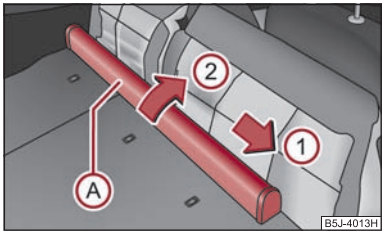

Fig. 67 Asientos traseros: Caja de la red divisoria
– Desplazar la caja de la red de separación (A) ⇒ página 70, fig. 67 en sentido de la flecha (1) y sacarla del alojamiento del respaldo del asiento posterior derecho en sentido de la flecha (2).